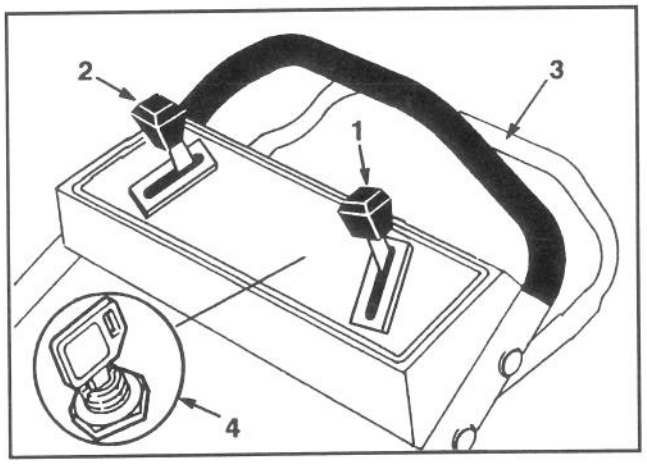
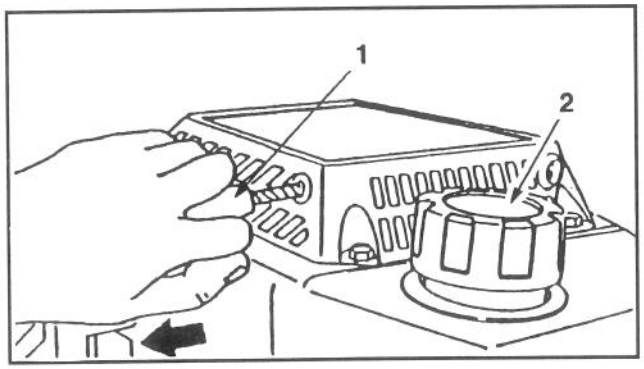

Abb. 8
Abb. 9
1. Rund um den Kraftstofftankverschluß reinigen und die Kappe vom Tank entfernen (Abb. 9). Bei bleifreiem Benzin den Kraftstofftank bis zu 6-13 mm unter den Einfüllstutzen füllen. Den Tank nicht ganz voll füllen.
1. STEUERVORRICHTUNG – Startschlüssel (Elektrostart-Modell), Gashebel, Geschwindigkeitskontrolle und Antriebshebel befinden sich am oberen Griff (Abb. 8). Der Seilstarter befindet sich am Motoroberteil (Abb. 9).
3. Geschwindigkeitskontrolle auf (N), den Gashebel auf CHOKE stellen.
4. STARTEN MIT E-START – Startschlüssel auf START drehen und bei Anlaufbeginn des Motors loslassen. Wenn der Motor anspringt, Gashebel von CHOKE auf die gewünschte Geschwindigkeit stellen. Ist die Batterie entladen, kann der Motor mit dem Seilstarter gestartet werden (Abb. 9).
6. GESCHWINDIGKEIT (Abb. 8) – Die Geschwindigkeit variiert entsprechend der Entfernung zwischen Antriebshebel und Schiebestange. Geschwindigkeitskontrolle auf gewünschte Stellung bringen. Stellung "1" ist langsam, "2" ist mittel und "3" ist Laufgeschwindigkeit. Geschwindigkeitskontrolle auf "N" stellen, wenn man den Mäher zum Nachschneiden benutzt oder stehenläßt.
2. Den Tankverschluß abnehmen (Abb. 9) und das Benzin mit einer Saugpumpe in einen sauberen Benzinkanister abpumpen.